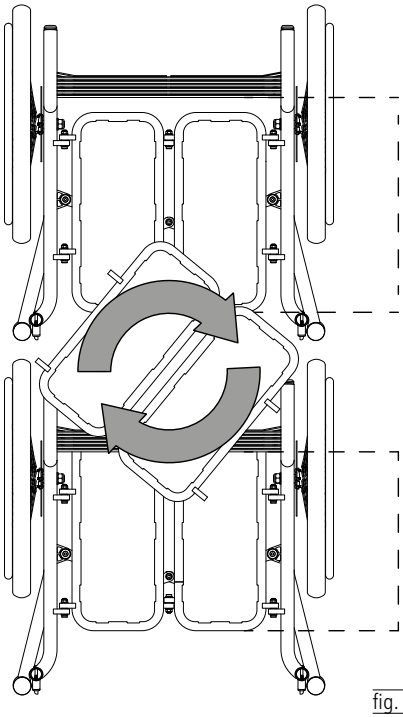

fig. 37
1. Desserrer les quatre raccords à vis extérieurs de la plaque d'assise et monter la plaque d'assise en la faisant pivoter de 180° (fig. 37).